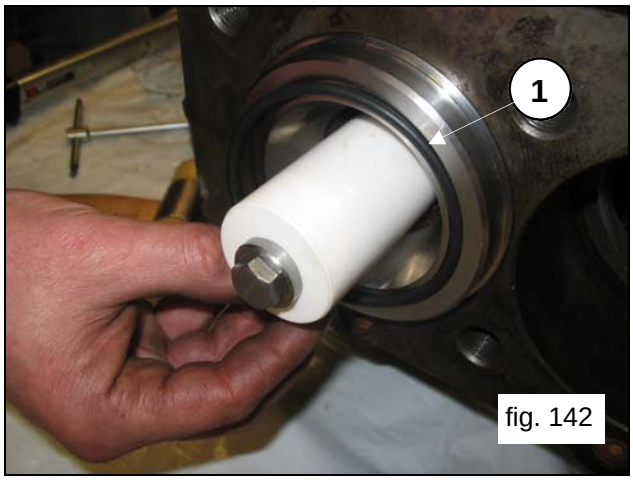
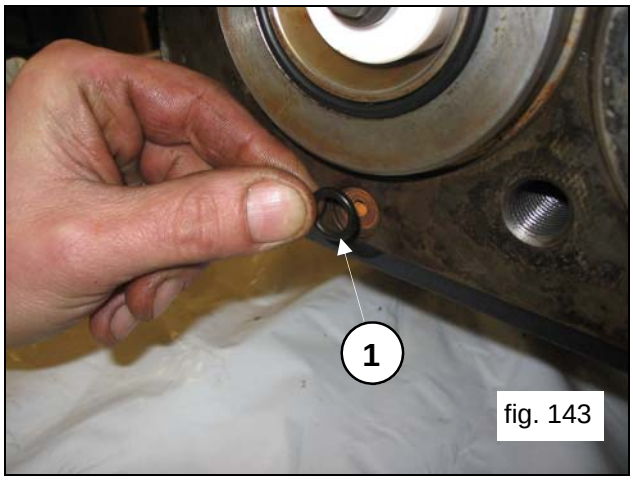

fig. 142
fig. 143
Assemble the liner's front O-Ring (pos.①, fig.142) and the O-Ring of the recirculation hole (pos.①, fig.143).